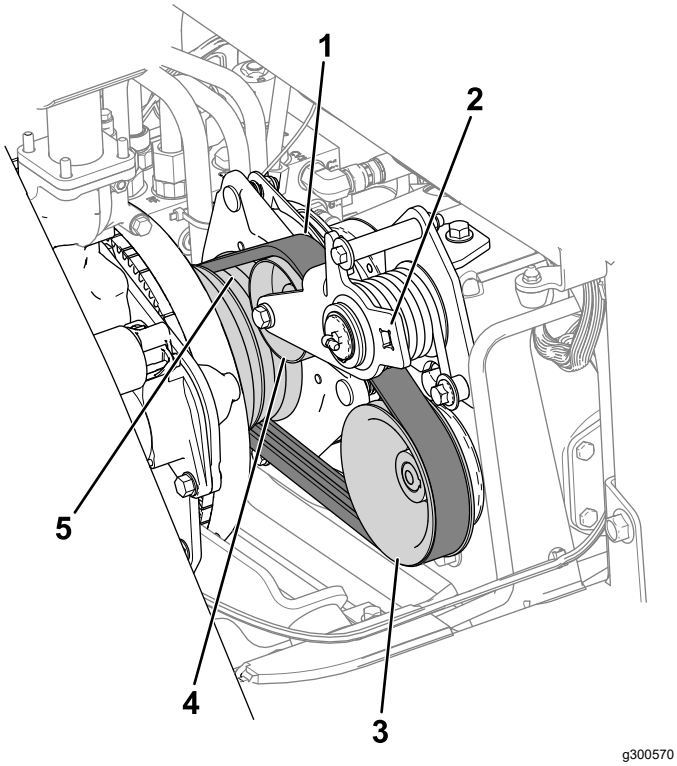

Рисунок 74
3. Установите ремень на шкив двигателя, натяжной ролик и шкив насоса (Рисунок 74).